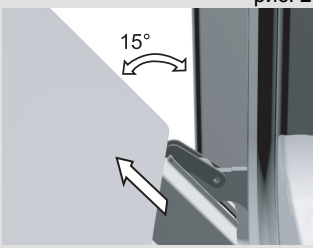

рис. 3
- Медленно закрывайте дверцу, пока фиксаторы не упрутся в прорези на дверце. Приблизительно при 15° (относительно закрытой дверцы) дверцу немного приподнимите и извлеките из гнезд шарниров на корпусе прибора (рис. 3).